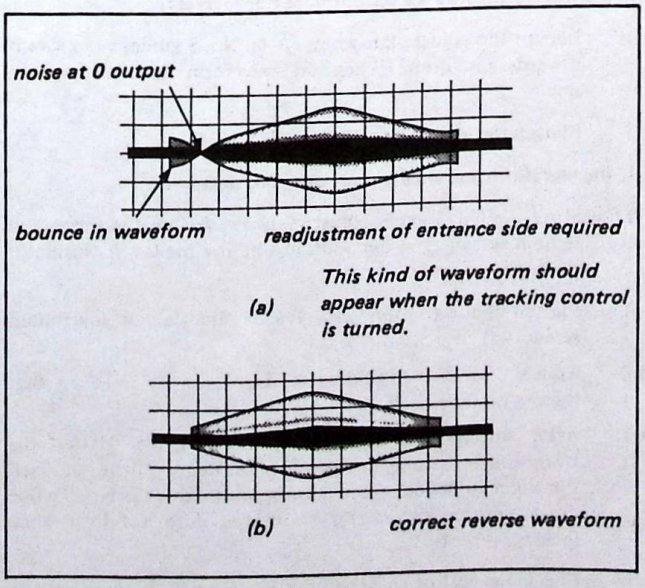

Fig. 4-8.
1) Confirm that the entrance and exit side waveforms do not bounce when the tracking control knob is turned (less than 30°) in the reverse mode. (Fig. 4-8)